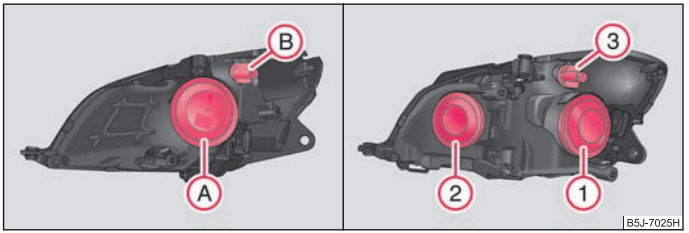

Fig. 167 Posición de montaje de las bombillas: Faros halógenos / faros proyectores halógenos
Posiciones para las bombillas en los faros halógenos ⇒ fig. 167 lado izquierdo y en los faros proyectores halógenos ⇒ fig. 167 lado derecho.
- Quitar la caperuza protectora (A) ⇒ página 207, fig. 167.
- Quitar la caperuza protectora (1) ⇒ página 207, fig. 167 lado derecho.
- Quitar la caperuza protectora (2) ⇒ página 207, fig. 167 lado derecho.
- Girar el portalámparas (B) (faros halógenos) ⇒ página 207, fig. 167 o el portalámparas (3) (faros proyectores halógenos) hacia la izquierda y retirar estos junto con la bombilla del intermitente.
- Retirar la caperuza protectora (A) (faros halógenos) o bien (2) (faros proyectores halógenos) ⇒ página 207, fig. 167.